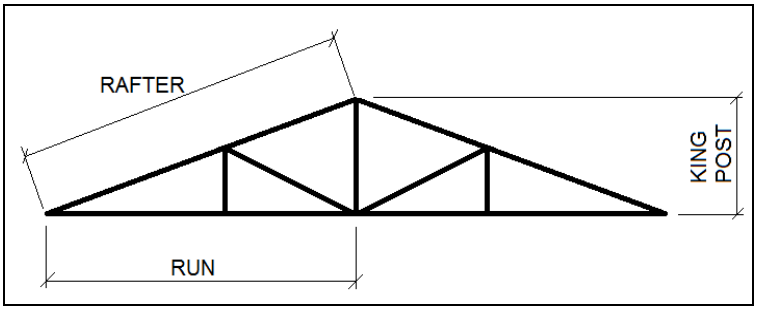

FIGUUR 4 (4)
5.3 FIGUUR 4 illustreer 'n staandakkap.